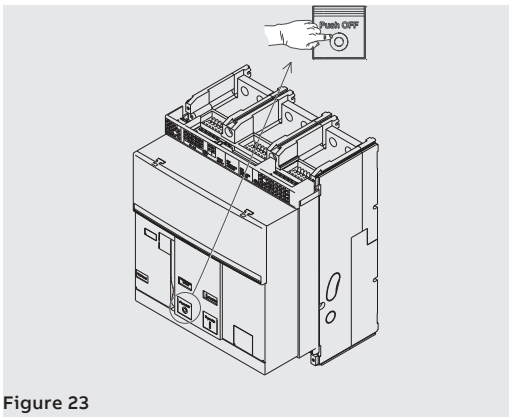

Figure 23
6. Opening - Press the opening pushbutton “O - Push OFF” as indicated in Figure 23.